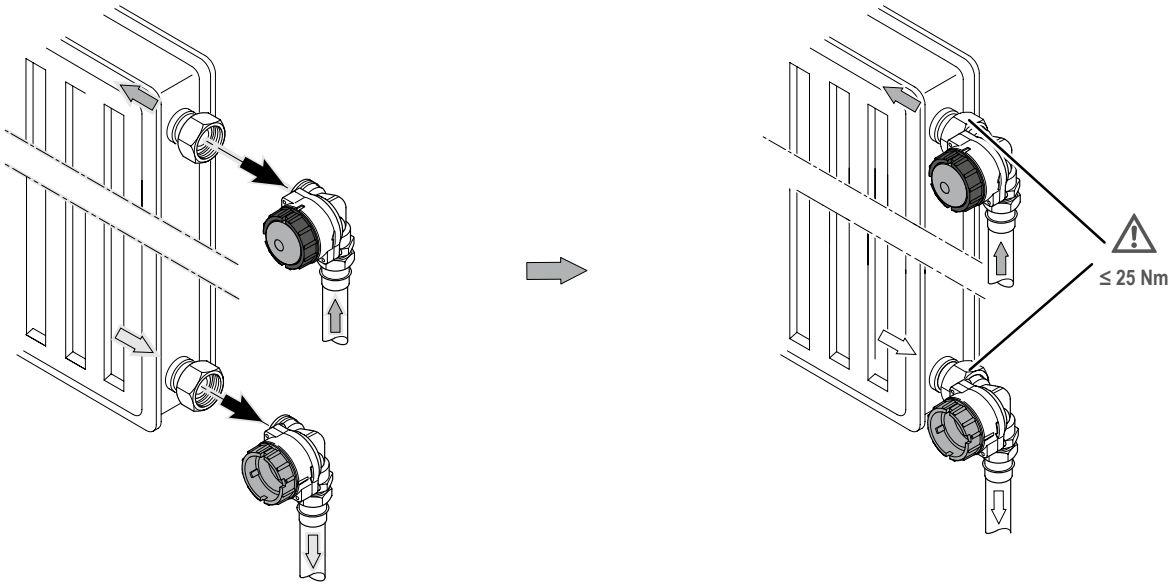

Fig. 14-3: Anschluss Heizkörper an Vor- und Rücklauf (am Beispiel des Adapter Set Winkel rechts)
- Heizkörper mittels Überwurfmuttern der beiden Heizkörper-Anschlussverschraubungen gemäß Fig. 14-3 an Vor- und Rücklaufleitung installieren.